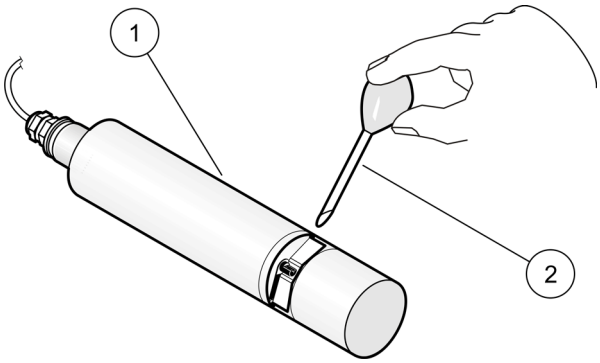

Figuur 9 Kalibratie controleren (bassinuitvoering)
9. **Bassinuitvoering:** verwijder de sensor uit het bassin, reinig de meetspleet met water en vul deze met de standaardoplossing (pipet) zie Figuur 9 op pagina 27.